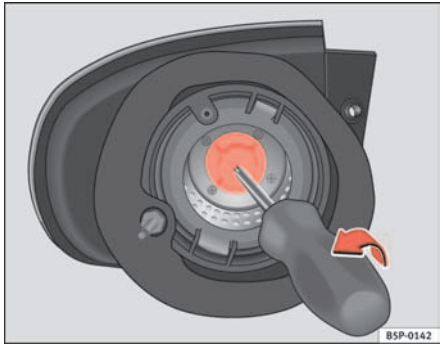

Fig. 184 Indicator lights.
– Pull out the lamp holder from the turn signal using a screw driver in the direction of the arrow (see ⇒ fig. 184).